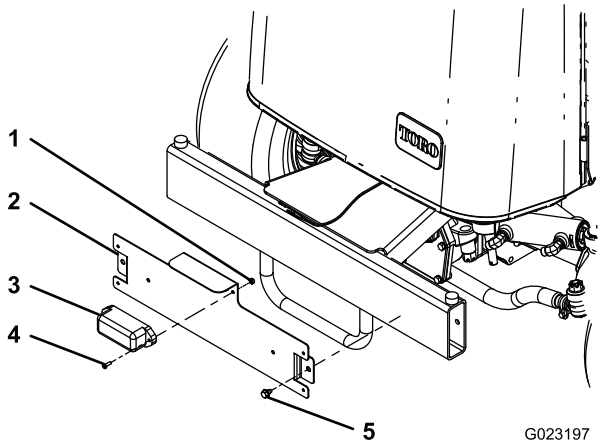

Figure 28
1. Secure the light to the registration-plate bracket with 2 screws (#10 x 5/8 inch) and 2 locknuts (Figure 28).
Note: Position the registration-plate bracket as shown in (Figure 28).